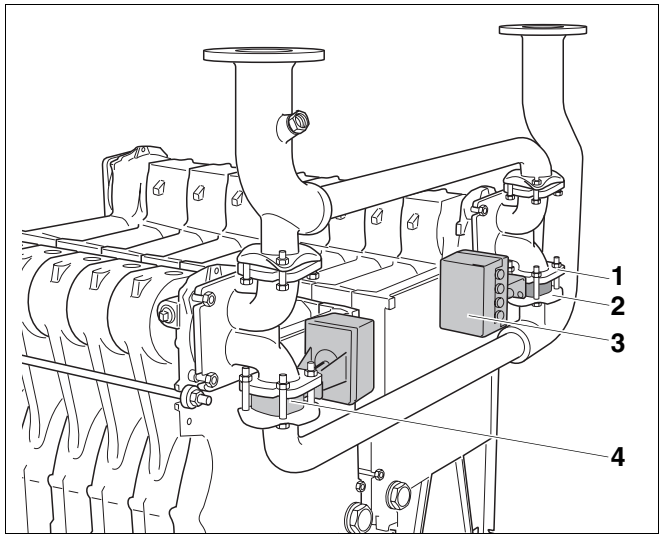

Afb. 31 Ringsmoorkleppen en stelmotoren monteren
De volgende stap is het monteren van de beide ringsmoorkleppen (afb. 31, **pos. 4**) met de stelmotoren (afb. 31, **pos. 3**) tussen de aansluitflenzen van de retourleiding en de aansluitvormstukken.
- Monteer de ringsmoorkleppen (afb. 31, **pos. 3**) zo, dat de stelmotoren naar het midden van de ketel gericht zijn. De elektrische leidingen moeten zich bovenaan bevinden.
- Bouw de ringsmoorkleppen (afb. 31, **pos. 3**) telkens met de dichtingen erop bevestigd tussen de aansluitflenzen van de retourleiding (afb. 31, **pos. 2**) en van het aansluitvormstuk (afb. 31, **pos. 1**) van het betreffende ketelblok (trap 1 of 2) in.